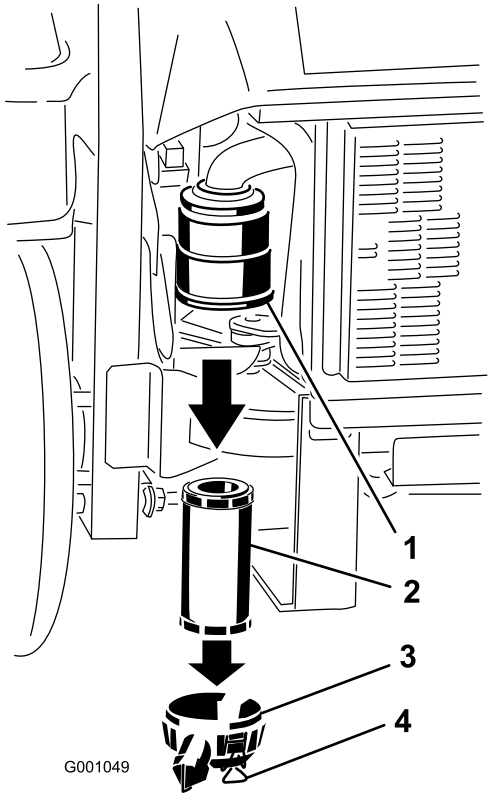

**Figuur 32**
3. Maak de sluitingen op het luchtfilter los en trek het luchtfilterdeksel van de luchtfilterbehuizing (Figuur 32).
5. Schuif het filter voorzichtig uit de luchtfilterbehuizing (Figuur 32). Zorg ervoor dat u niet met het filter tegen de zijkant van de luchtfilterbehuizing stoot.